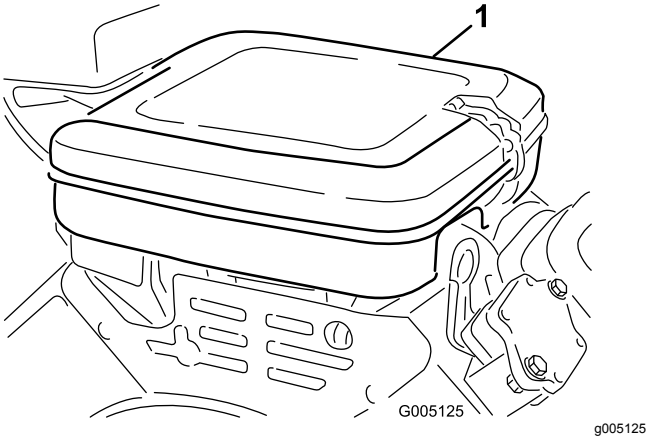

Figuur 39
1. Reinig het luchtfilterdeksel (Figuur 39).